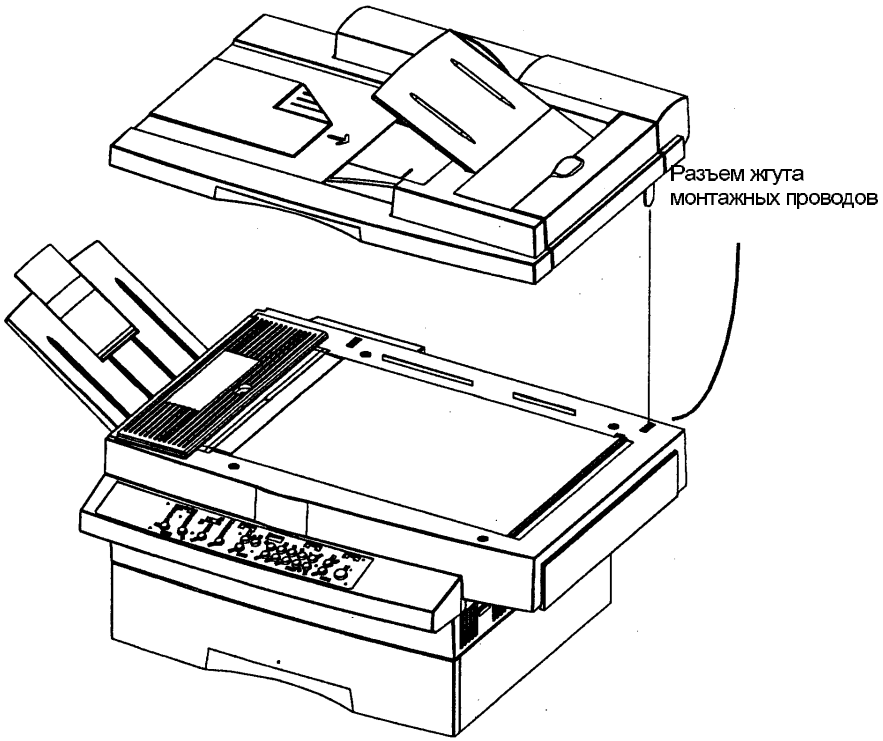

Рис. 1. Демонтаж податчика SDF
2. Снимите податчик SDF (Рис. 1).